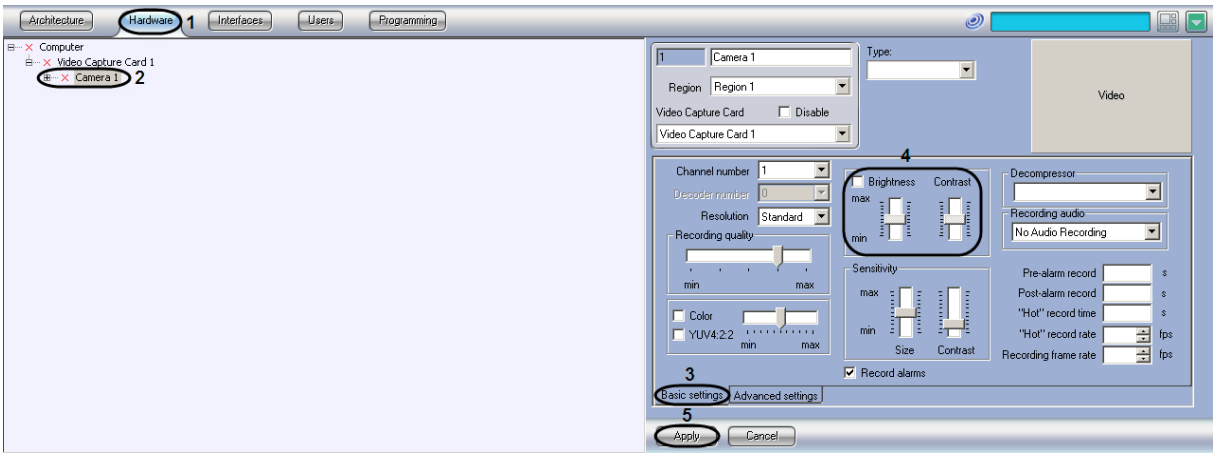

Figure 8.4-15. Brightness and contrast adjustment
1. Go to the “Hardware” tab in the “System settings” dialog box (Figure 8.4-15, 1).
2. Select the “Camera” object, created before, corresponding to the camera, brightness and contrast of which is to be adjusted, in the “Hardware” tab in the objects tree (Figure 8.4-15, 2). The settings panel for the selected object is displayed on the right of the “Hardware” tab.
3. Go to the “Basic settings” tab on the settings panel of the “Camera” object (Figure 8.4-15, 3).
To adjust brightness and contrast, use the “Brightness” and “Contrast” sliders on the settings panel of the “Camera” object (Figure 8.4-15, 4).
7. To activate the new brightness and contrast settings, click the “Apply” button (Figure 8.4-15, 5).